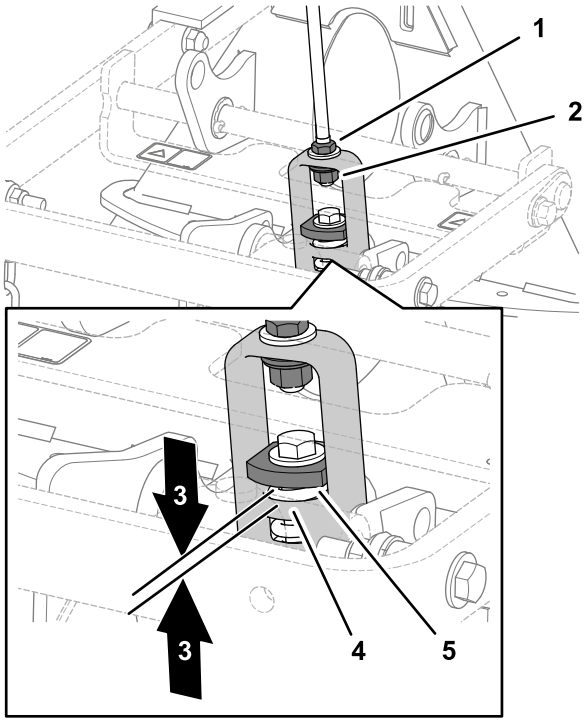

図 11
9. トラクションユニットにレーキを取り付け終わった状態で、アタッチメント側アダプタのリンクアセンブリの上部についているワッシャとスペーサとの間のすき間を測る図 11。